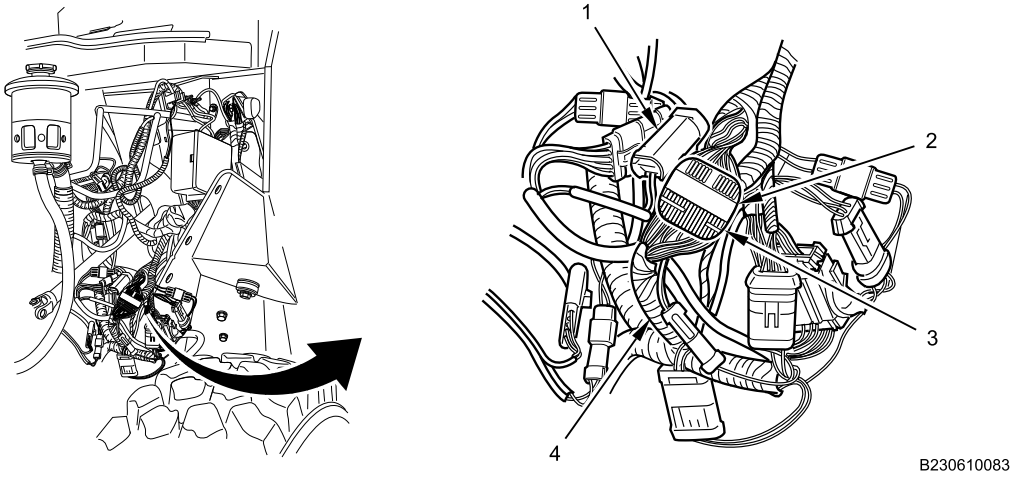

Figure 1. Forward Chassis Harness Connectors Near Power Distribution Center (PDC).
1. Disconnect seven-pin connector (Figure 1, Item 1).
2. Pull locking tab (Figure 1, Item 2) outward to disconnect 24-pin connector (Figure 1, Item 3) of forward chassis harness (Figure 1, Item 4).